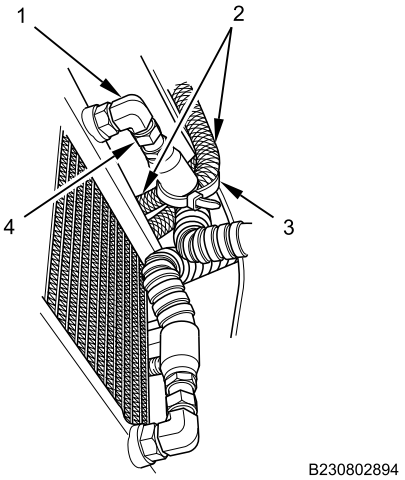

Figure 15. Transfer Case Oil Cooler Return Hose.
16. Connect transfer case oil cooler return hose (Figure 15, Item 4) on transfer case oil cooler upper angle fitting (Figure 15, Item 1). Tighten transfer case oil cooler return hose securely.
17. Install new cable lock strap (Figure 15, Item 3) on transfer case oil cooler return hose (Figure 15, Item 4) and Fire Suppression System (FSS) hoses (Figure 15, Item 2).